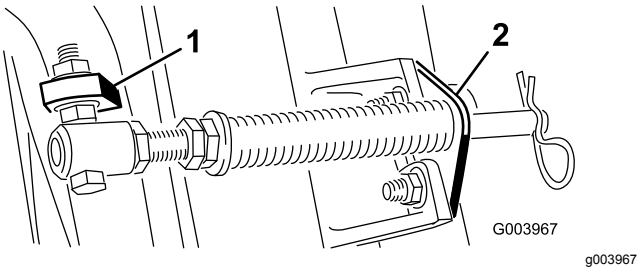

Figur 6
Obs: Placera bultens huvud mot flikens yttre sida i enlighet med Figur 6.
D. Montera stångbeslaget på klippenhetens flikar med hjälp av vagnsbultarna och muttrarna (Figur 6).